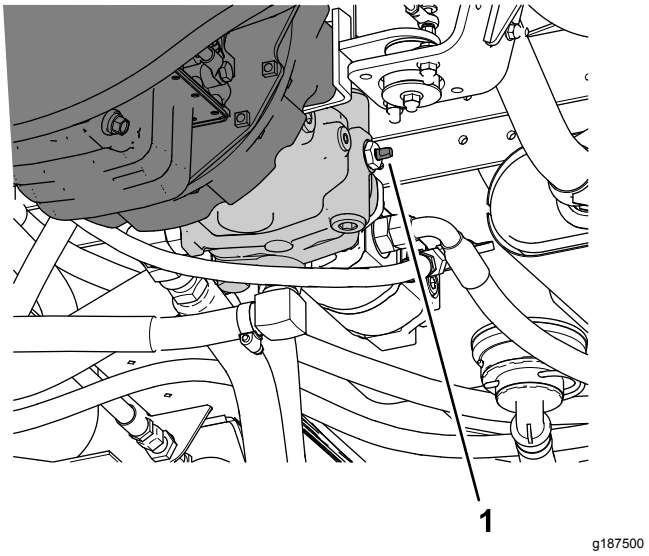

Figur 52
3. Öppna bogserventilen (Figur 52) genom att vrida den 90 grader åt valfritt håll.